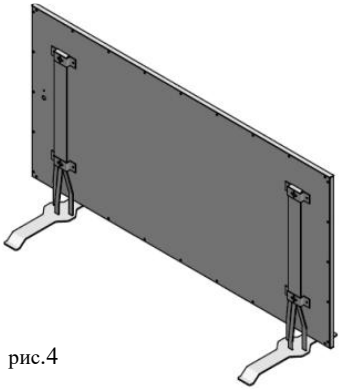

рис.4
- Отметьте места отверстий по таблице (рис. 4), просверлите отверстия, вставьте шпонки и ввинтите частично винт, оставьте наруже около 5мм.
## *Монтаж – отдельная установка* *(рис. 4)*